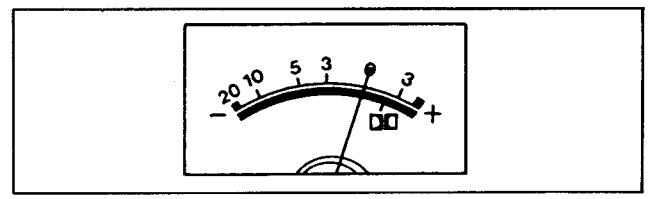

Figure E32
3. Adjust VR4009 (CH1) and VR4010 (CH2) so that the needle of Audio Meter shows OVU as shown in Figure E32.